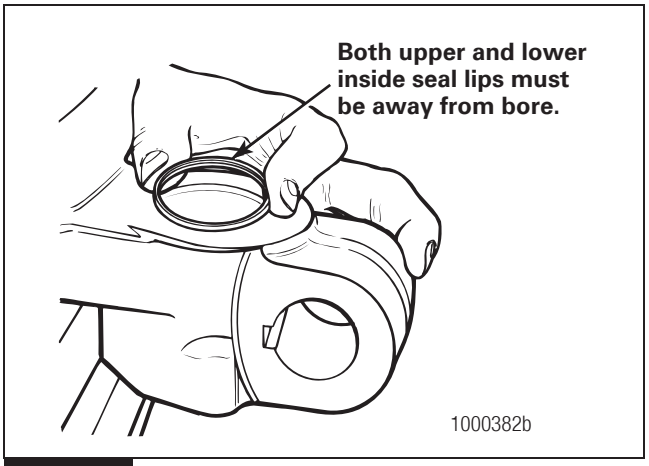

Figure 6.9
2. Place the seal into the bottom of the top knuckle bore. The lip of the seal must be AWAY from the bore. Figure 6.9.
5. Place the seal into the top of the bottom knuckle bore. The lip of the seal must be AWAY from the bore. Figure 6.9.